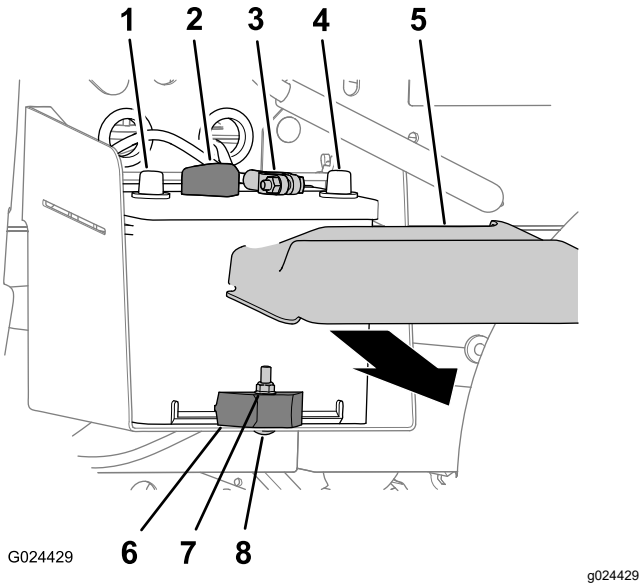

Figur 52
1. Klem siderne af batteridækslet sammen, og afmonter dækslet fra toppen af batteriet (Figur 52).
2. Kobl det negative batterikabel fra batteripolen (Figur 52).
3. Kobl det positive batterikabel fra batteripolen (Figur 52).
2. Afmonter låsemøtrikken, bræddebolten og batteriklemmen, der fastgør batteriet til batteribakken (Figur 52).
3. Tag batteriet ud af batteribakken (Figur 52).
1. Ret batterierne ind efter maskinens batteribakke (Figur 52).
Bemærk: Sørg for, at batteriets positive og negative poler er justeret som vist i Figur 52.
2. Fastgør batteriet til batteribakken med batteriklemmen, bræddebolten og låsemøtrikken (Figur 52).
1. Slut det positive batterikabel til batteriets pol (Figur 52).
2. Slut det negative batterikabel til batteriets pol (Figur 52).
3. Monter batteridækslet på toppen af batteriet (Figur 52).